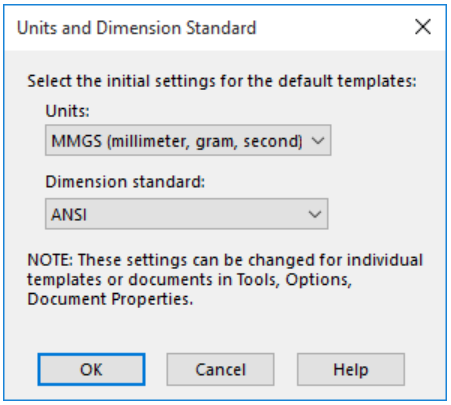

Figure 1-4 *The **Units and Dimension Standard** dialog box*
*If you are starting SOLIDWORKS 2024 for the first time, then on invoking the **New SOLIDWORKS Document** dialog box or the **Welcome - SOLIDWORKS** dialog box, the **Units and Dimension Standard** dialog box will be displayed, as shown in Figure 1-4. Using this dialog box, you can specify the default units and dimension standards for SOLIDWORKS. In this book, the unit system used is MMGS (millimeter, gram, second) and the dimension standard used is ISO.*